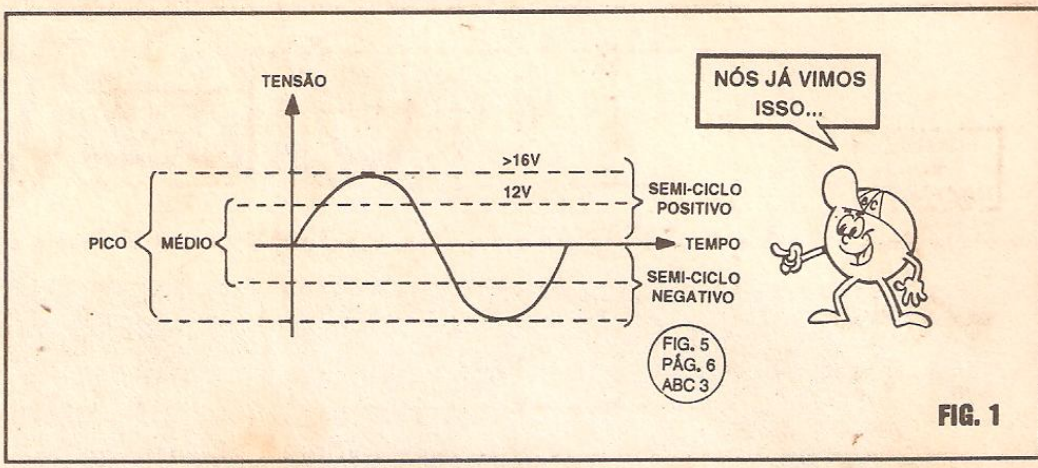
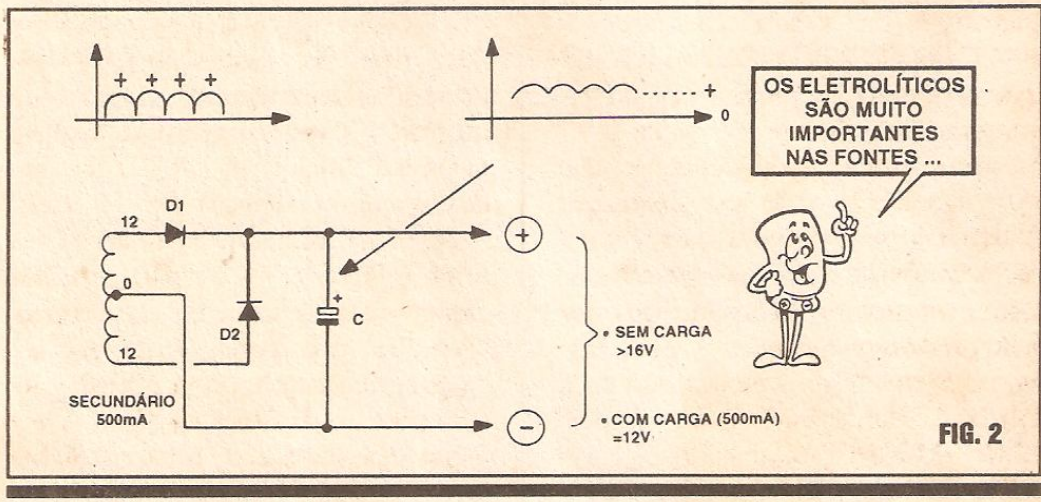
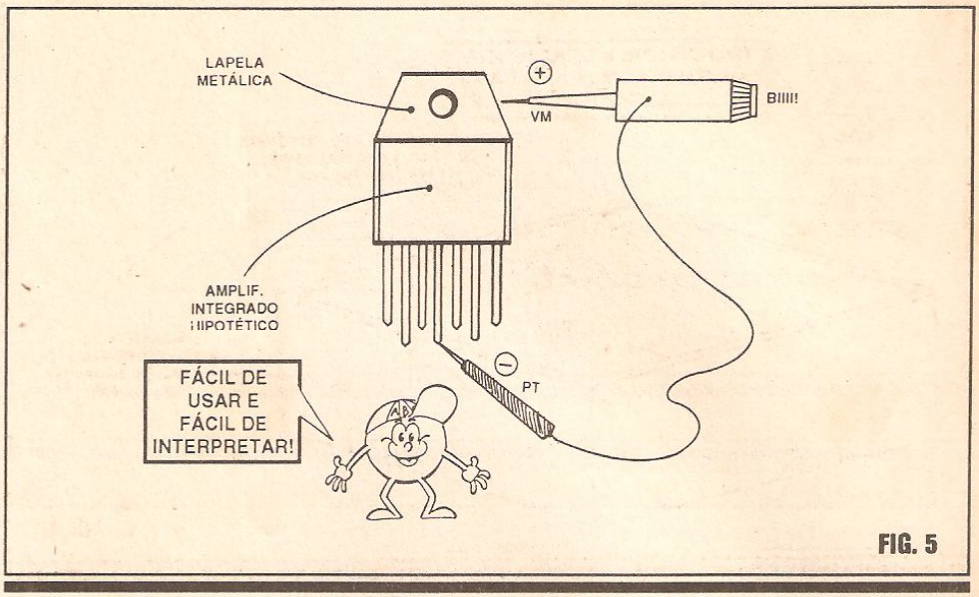

FIG. 1
FIG. 2
FIG. 5
cordará facilmente através do diagrama da FIG. 1 (originalmente na pág. 6 de ABC nº 3 - fig. 5). Os valores de "pico" dessa Tensão Alternada, atingem na verdade o seu valor RMS multiplicado pela raiz quadrada de 2 (cerca de "1,4142"..), o que - no caso - corresponde a uma Tensão um pouco maior do que 16V... Lembramos que o mesmo vale para as indicações da Tensão nas tomadas aí da sua casa (onde se manifesta a Corrente e a Tensão na forma Alternada e com "desenho" senoidal...). Quando o eletricista diz que "a tomada é de 110V", está se referindo ao valor RMS, já que em seus "picos", a "voltagem" atinge mais de 150V... Continuando as explicações, se Você aplicar o seu multímetro (chaveado para medir Tensão em Corrente Alternada...) diretamente ao **secundário** do trafo de 12V que adquiriu, a indicação do instrumento será de 12V, uma vez que circuitos internos do aparelho de medição já realizam a "compensação" entre os valores de "pico" e RMS (efetuando a leitura em RMS...). Observando agora a FIG. 2 note que os dois diodos acoplados aos extremos do enrolamento **secundário** simplesmente retificam e "enfileiram" ambos os semi-ciclos da Corrente Alternada, manifestando o resultado na forma de um "trem" de pulsos de polaridade única (todos **positivos**, no caso...), representando porém os reais valores de "pico" de Tensão... Temos o que se convencionou chamar de Corrente Contínua Pulsada... Com o "armazenamento", filtragem ("alisamento"...) feito pelo convencional capacitor eletrolítico de alto valor (C), esse "trem" de pulsos se manifesta como uma autêntica Corrente Contínua, não pulsada (talvez com uma leve "ondulação", chamada de **ripple**...), cujo valor - na prática - corresponderá aos valores de "pico" da C.A. original... É por isso que - nos terminais de Saída do conjunto - encontraremos cerca de 16V, para um trafo com secundário de 12V. Esse fenômeno, contudo, se limita a uma medição da fonte **sem carga**, ou seja, com seus terminais de Saída "livres" (acoplados unicamente às pontas de prova do multímetro...). A Tensão **real** de Saída de uma fonte deve ser parametrada quando a dita cuja está submetida a uma carga (fornecimento
"consistente" de Corrente...) que "puxe" a sua Corrente nominal... No caso do diagrama/exemplo da fig. 2, com um trafo para 500 mA, se a carga "pedir" os tais 500 mA, a Tensão medida (C.C. na Saída da Fonte...) será de 12V, conforme era de se esperar...! Para "fugir" desse diferencial de medição, a única alternativa prática é elaborar um circuito de fonte do tipo "regulado e estabilizado", bem mais complexo (e caro...) do que aquele - simples - em que Você se baseou para uma montagem da **sua** fonte...). Essa simplicidade (e aparente "deficiência"...) da Fonte que Você usou como "gabarito" técnico para a modificação (PRÁTICA 5 - ABC nº 3) não tem grande importância na alimentação de circuitos também simples, pouco exigentes no rigor da "voltagem" de energização, ou de componentes (lâmpadas, LEDs, motores, etc.) cuja natural característica é justamente "puxar" uma considerável Corrente, com o que - automaticamente - os parâmetros "entram nos eixos"... Num futuro não muito remoto, ensinaremos a Vocês a montagem (e também os aspectos básicos da Teoria...) de uma Fonte Regulada e Estabilizada, naturalmente muito mais sofisticada do que aquela - simples - de ABC nº 3... Por enquanto, Antônio, pode usar, "sem susto", sua fonte que "aparentemente" dá uma Saída "mais elevada" do que deveria ser...
- **FIG. 5** - ENCONTRANDO O PINO CORRESPONDENTE (ELETRICAMENTE) À ABA METÁLICA EXTERNA, NUM INTEGRADO "DESCONHECIDO" - Considerando a natural polarização das pontas do PROVADOR, e por medidas de segurança e lógica, é sempre bom efetuar a "procura" do pino coincidente com a "lapela", da seguinte forma: encosta-se a ponta de prova **positiva** (vermelha) à aba metálica e, com a ponta de prova preta (negativa), vai se tocando cada um dos pinos do hipotético Integrado "desconhecido", até ouvir-se o nítido apito do sinalizador piezo... O pino que "apitar" será o internamente ligado à "lapela"... Notem que, dependendo do arranjo semicondutor interno ao Integrado, **pode** ser que no "toque" em **mais de um** pino surja o sinal sonoro... Nesse caso, deve ser considerado "coincidente" o terminal que ocasionar o apito **mais forte e nítido**, não se considerando o(s) outro(s) que eventualmente tenha feito surgir um "apitinho" mais tênue...